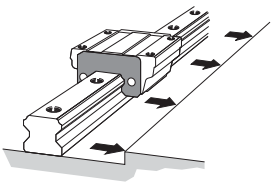

图3 将基准面对上LM轨道
(2) 将LM轨道轻轻地放置于底座上后，不完全锁紧装配螺栓使LM轨道与安装面轻轻地靠紧。(底座的横向基准面要与LM轨道有标记线的一侧对上。)(图3)